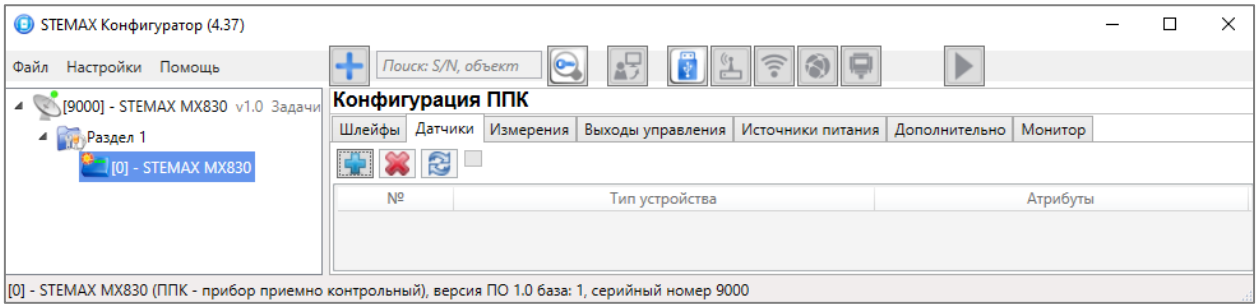

Рисунок 4.41 — Вкладка *Датчики*
4. В верхней части вкладки *Датчики* (см. рисунок 4.41) нажмите кнопку и дождитесь, пока программа *STEMAX Конфигуратор* запишет модуль расширения в конфигурацию контроллера.
1. На вкладке *Датчики* нажмите кнопку (см. рисунок 4.41).